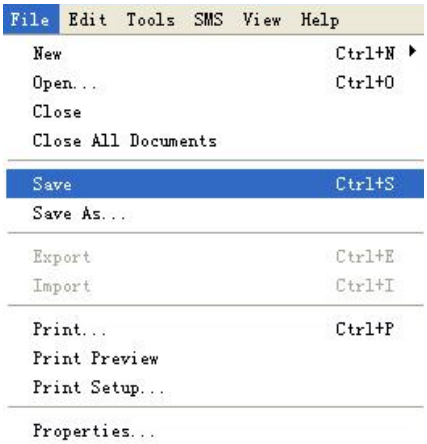

Fig. 7.10.8 Save File Menu
1.To save a Program, click option "save" or "Save As" under menu "File" with left button of the mouse, as shown in Fig.7.10.8, or click button " " under toolbar.